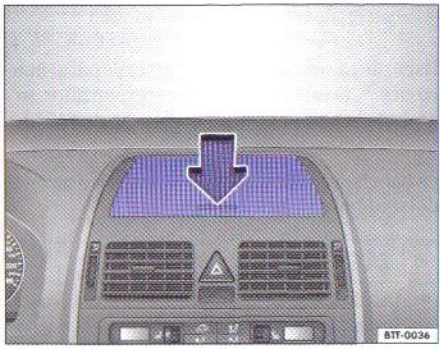

Fig. 39 În tabloul de instrumente: Compartiment de depozitare
– Pentru deschidere, apăsați pe capac ⇒ fig. 39 (săgeata). Capacul se va deschide singur.